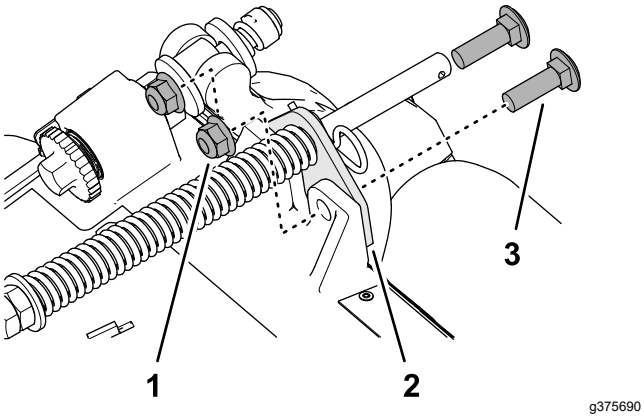

Figur 14
2. Fjern de 2 flangelåsemøtrikker (⅜") og 2 bræddebolte (⅜" x 1¼"), der fastgør græskompensatorbeslaget til klippeenhedens ramme (Figur 14).